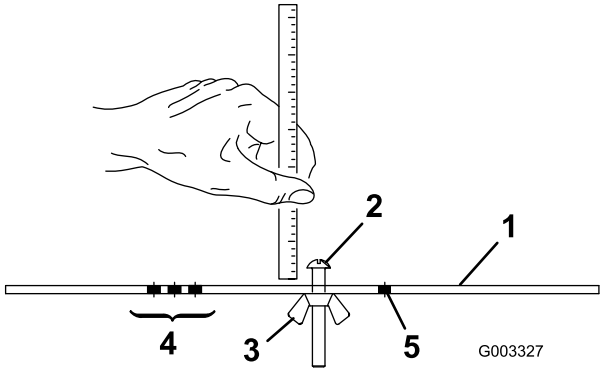

**Figur 16**
2. Løsn møtrikken på målestangen (Figur 16), og indstil justeringsskruen til den ønskede klippehøjde. Afstanden mellem bunden af skruehovedet og stangens flade udgør klippehøjden.